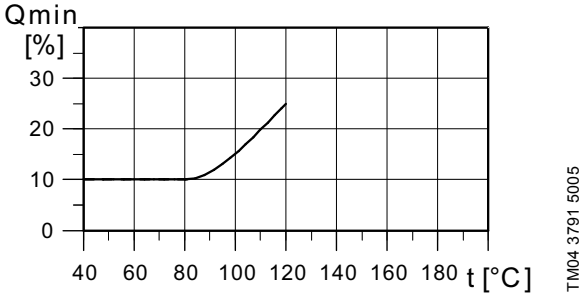

Abb. 12 Mindestförderstrom
- Um eine Überhitzung der Pumpe zu vermeiden, darf die Pumpe nicht unterhalb des Mindestförderstroms betrieben werden. Das Diagramm in Abb. 12 zeigt den Mindestförderstrom in Prozent vom Nennförderstrom in Abhängigkeit der Medientemperatur.